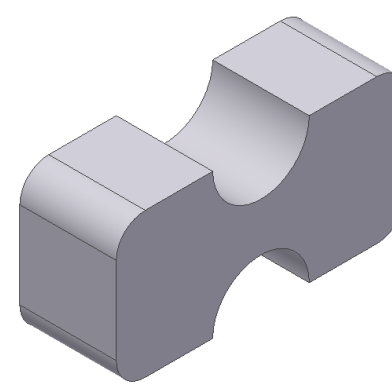

Figure 18-49 *Rotated view of filleted model*
4. Choose **OK**; the fillet is added to the model and the model looks similar to the one shown in Figure 18-49.